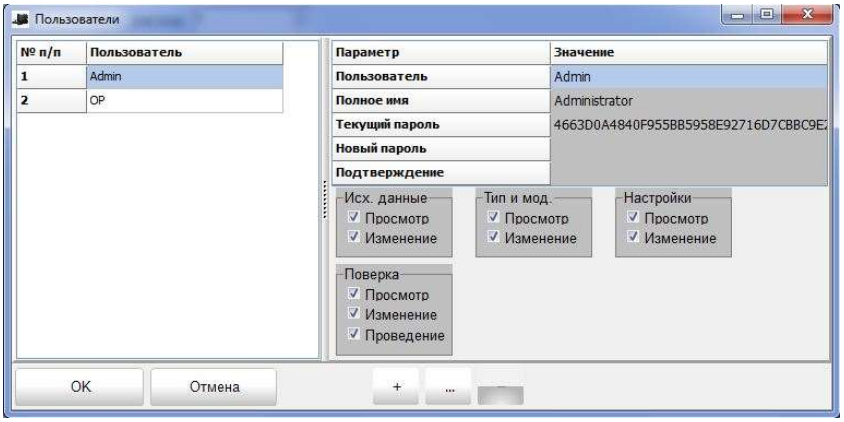

Рисунок 23 – *Окно настройки списка и прав пользователей*
2.4.3.15 В окне «Пользователи» (рис. 23) отображается список пользователей и их права. Добавление пользователя в список осуществляется нажатием кнопки «+». Соответственно, для удаления выбранного пользователя нужно нажать на кнопку «–».